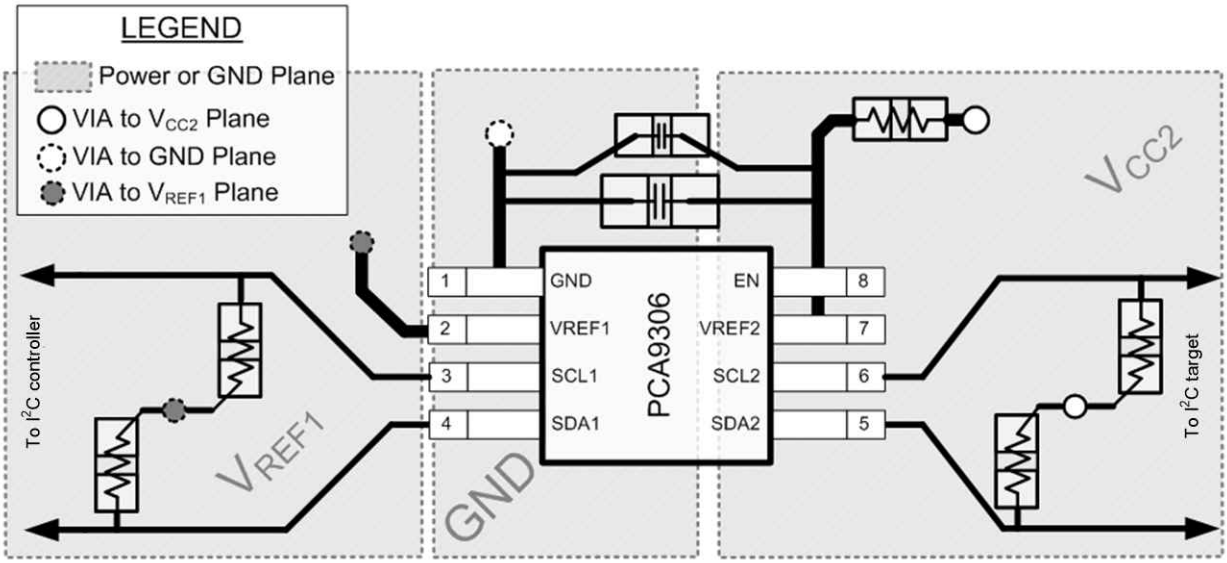

图 11-1. PCA9306 Layout Example
In all PCB layouts, it is a best practice to avoid right angles in signal traces, to fan out signal traces away from each other on leaving the vicinity of an integrated circuit (IC), and to use thicker trace widths to carry higher amounts of current that commonly pass through power and ground traces. The 100-pF filter capacitor should be placed as close to V_{REF2} as possible. A larger decoupling capacitor can also be used, but a longer time constant of two capacitors and the 200-kΩ resistor results in longer turnon and turnoff times for the PCA9306 device. These best practices are shown in 图 11-1.
For the layout example provided in 图 11-1, it would be possible to fabricate a PCB with only two layers by using the top layer for signal routing and the bottom layer as a split plane for power (V_{CC}) and ground (GND). However, a four-layer board is preferable for boards with higher-density signal routing. On a four-layer PCB, it is common to route signals on the top and bottom layer, dedicate one internal layer to a ground plane, and dedicate the other internal layer to a power plane. In a board layout using planes or split planes for power and ground, vias are placed directly next to the surface-mount component pad, which must attach to V_{CC} or GND, and the via is connected electrically to the internal layer or the other side of the board. Vias are also used when a signal trace must be routed to the opposite side of the board, but this technique is not demonstrated in 图 11-1.